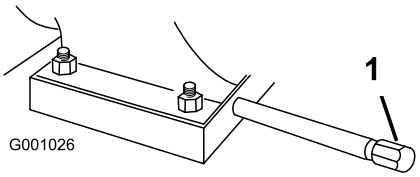

Rysunek 41
1. Wyczyść obszar wokół korka spustowego oleju (Rysunek 41).